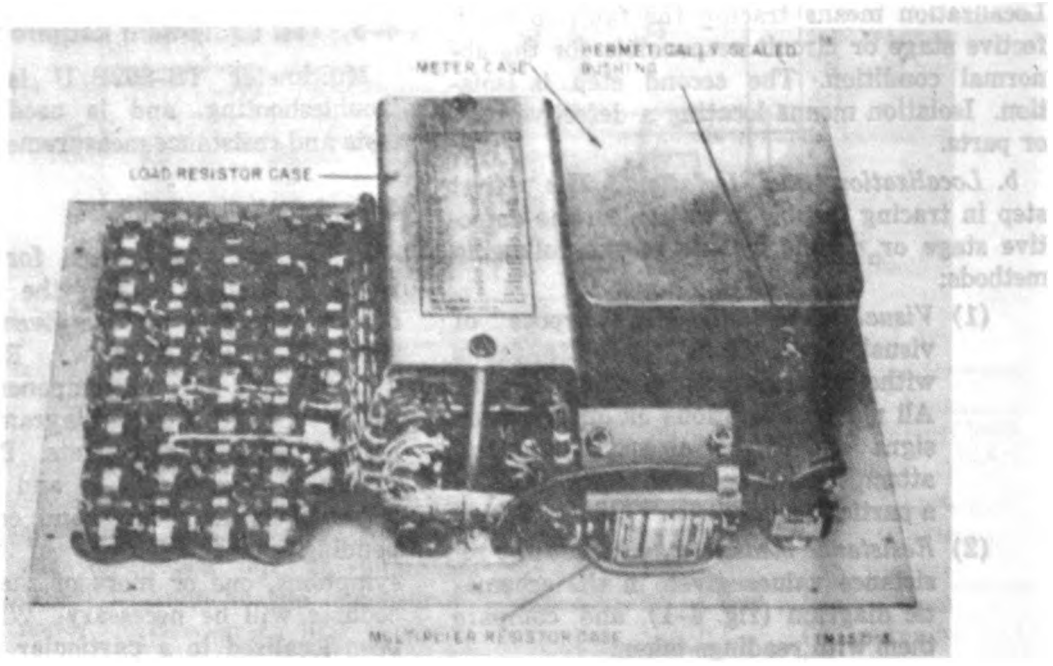

Figure 4-2. Battery Tester TS-188/U, parts location.
a. General. Procedures for localizing and isolating troubles within the various circuits of the battery tester are given in the troubleshooting chart (*c* below). Refer to figures 4-2, 4-3, and 4-4 for component locations. Refer to the schematic diagram (fig. 4-1) to identify circuit components. Refer to wiring diagrams (fig. 7-2, 7-3, and 7-4) for point-to-point circuit wiring and connections. Depending on the nature of the operational symptoms, one or more of the localizing procedures will be necessary. When trouble has been localized to a particular circuit, use resistance measurements to isolate the trouble to a particular part.